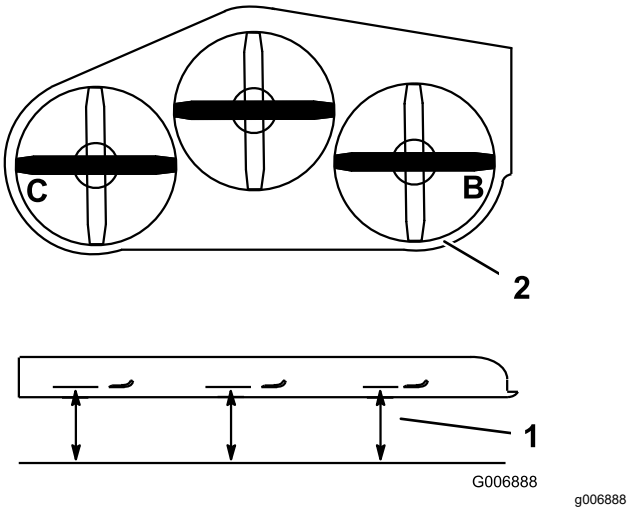

Figur 110
1. Ställ in den **högra** knivens lutning i sidled (Figur 110).
2. Mät den högra kniven vid punkt **B**, från en plan yta till knivens egg (Figur 110).
4. Ställ in den vänstra knivens lutning i sidled (Figur 110).
5. Mät vänster kniv vid punkt **C** (Figur 110), från en plan yta till knivens egg.